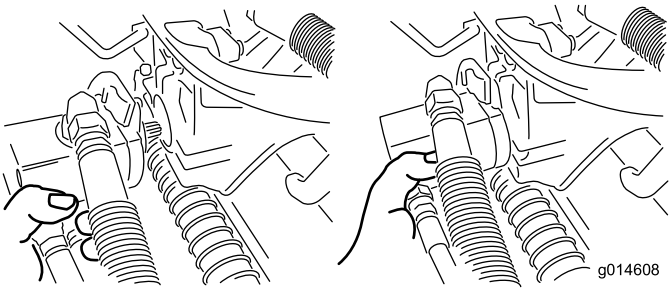

Figur 36
3. Flytta motorn till förvaringsutrymmet framför upphängningsarmen (Figur 36).